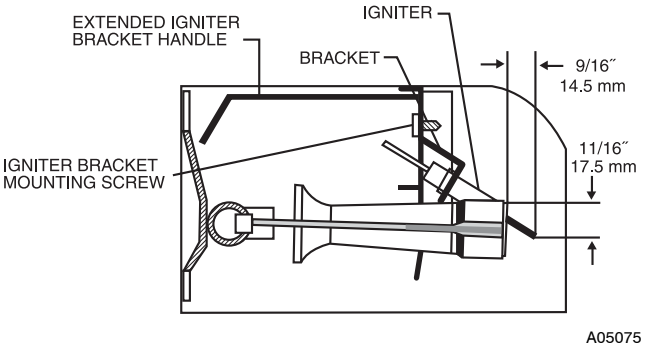

Fig. 13 - Igniter Bracket
c. Using a 1/4-in. driver, remove the single screw securing the igniter bracket to the burner box bracket (See Fig. 13.) and carefully withdraw the igniter and bracket assembly through the front of the burner box without striking the igniter on surrounding parts. Note that the igniter bracket has a handle that extends to the front of the burner box to aid in handling. (See Fig. 13.)